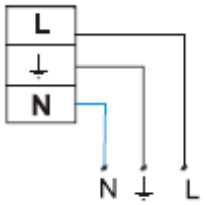

Рис.1.
3.2 Сетевой кабель пропускается через сальник и присоединяется к клеммной колодке: L- постоянная фаза; N- нейтраль. Провод заземления должен быть присоединен к соответствующей клемме колодки, см. рис.1.